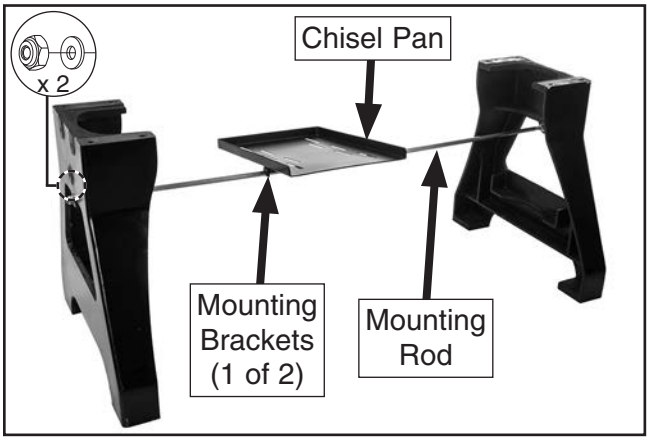

Figure 15. Chisel pan components installed on stand.
2. Insert chisel pan mounting rod into two brackets underneath chisel pan (see **Figure 15**).
3. Install (1) M12-1.75 hex nut and (1) 12mm flat washer on each end of mounting rod, then insert into designated hole on each leg (see **Figures 15–16**) and loosely secure with (2) M12-1.75 lock nuts and 12mm flat washers.